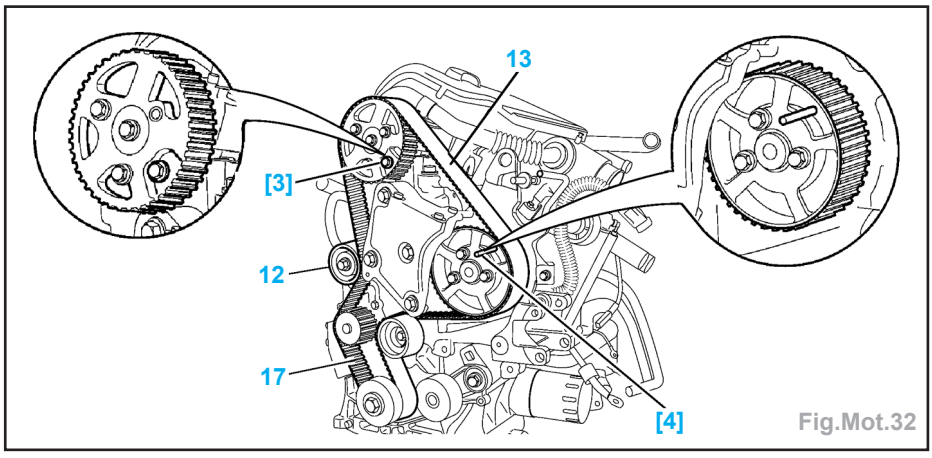

Fig.Mot.32
- Écarter le joint (11).
- l'écrou (12),
- les 3 vis (13),
- le support moteur (14),
- les éléments (15) du carter de distribution,
- Piger la poulie d'arbre à cames à l'aide de l'outil [3] (Fig.Mot.32).